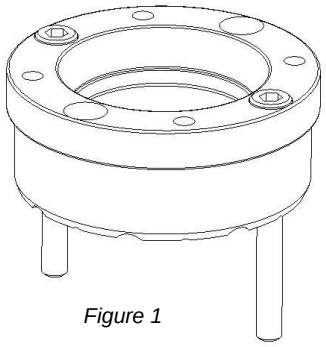

Figure 1
1. Insert two #8-32 socket head cap screws into one thrust washer and one plastic race. Spherical bore of race facing away from thrust washer. (Figure 1)